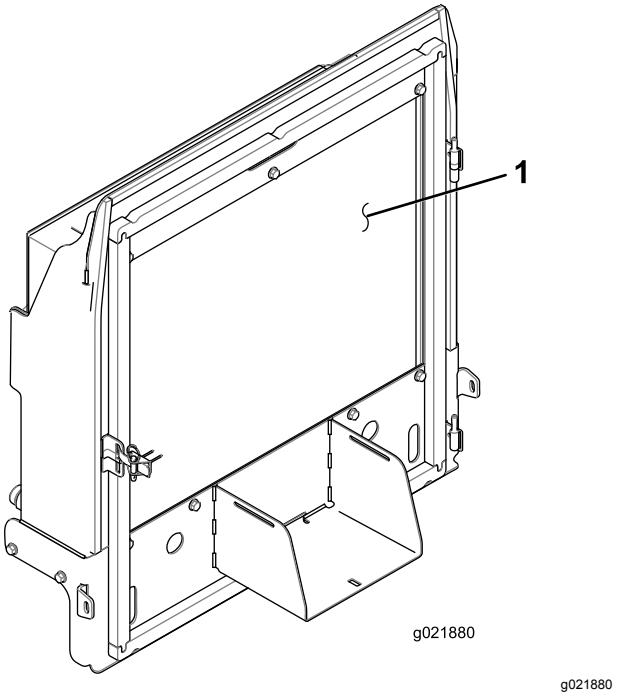

**Figur 95**
4. Rengør begge sider af køleren/oliekøleren grundigt med trykluft (Figur 95).